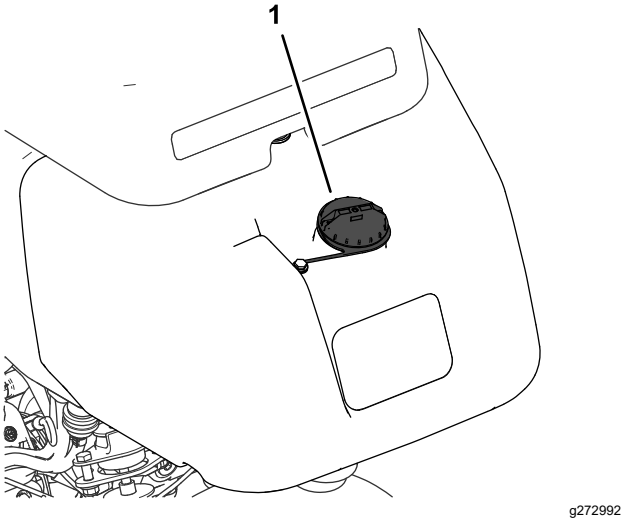

Figuur 20
1. Reinig de omgeving van de dop van de brandstoftank en verwijder de dop (Figuur 20).